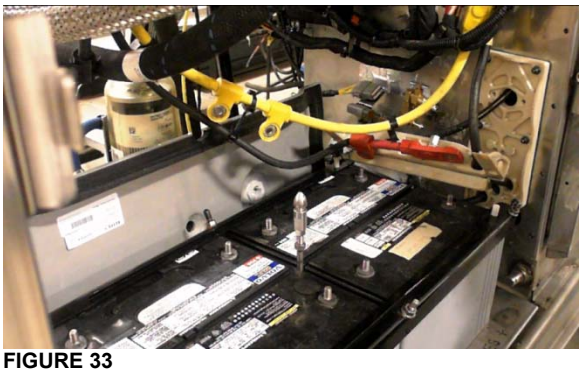

FIGURE 33
4. Put the whole battery cable arrangement aside (FIGURE 33).